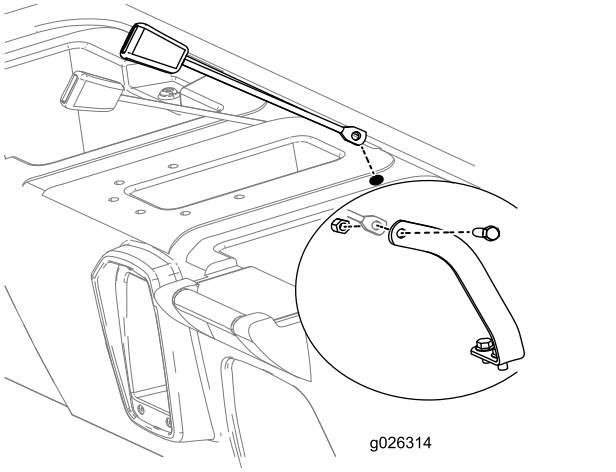

Figure 11
7. Insérez le côté boucle de chaque ceinture de sécurité dans l'un des trous que vous venez de percer dans la base du siège (Figure 11).
8. Tout en levant l'arrière de la base du siège pour permettre l'accès, montez la boucle de chaque ceinture de sécurité sur l'ancrage correspondant au moyen d'un boulon (7/16 po) et d'un contre-écrou (7/16 po), comme montré à la Figure 11.